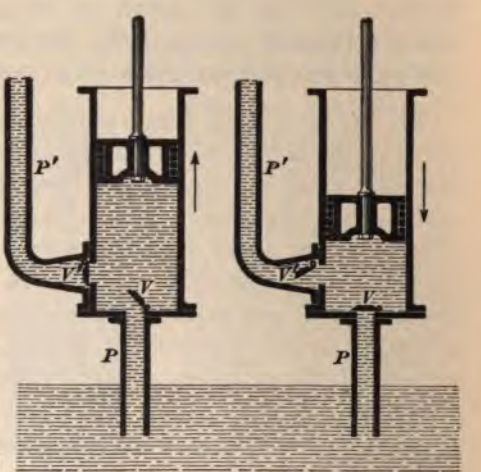

FIG. 27.
73. Force Pumps.—The force pump differs from the lifting pump in one important particular, that is, in the fact that its piston is solid. A section of a force pump is shown in Fig. 27. As the piston ascends, as shown in the left-hand figure, the pressure of the atmosphere forces the water up the suction pipe P; the water opens the suction valve V and flows into the pump cylinder. When the piston moves down, as shown in the right-hand figure, the suction valve is closed and the delivery valve V' opened. The water in the pump cylinder is now forced up the delivery pipe P'. When the piston again begins to move upwards, the delivery valve is closed by the water above it and the suction valve opened by the pressure of the atmosphere on the water below it.